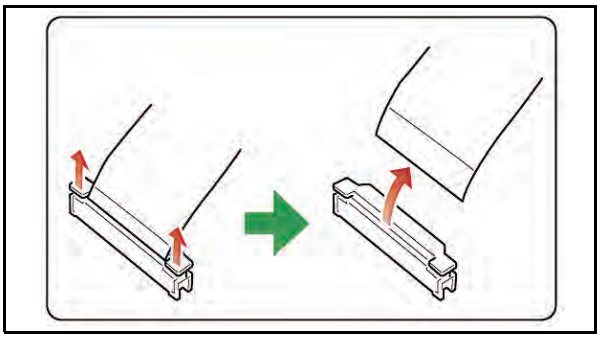

Figure 4-22 Flexible Ribbon Cable Removal
5. Release the Ribbon Cable Connector Lock and remove the flexible ribbon cable from the Sensor board (See Figure 4-22 small arrows).